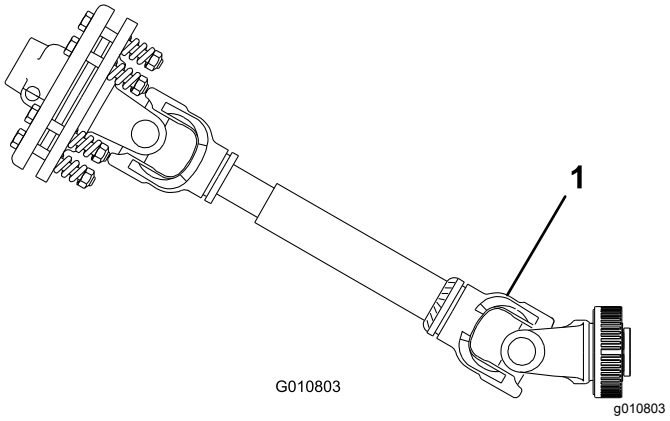

**Figur 27**
***Viktigt:*** **Höj inte luftaren högre än nödvändigt när du ansluter kraftuttaget. Om maskinen höjs upp för mycket kan kraftuttagets axelleder gå av (Figur 27). Stäng av kraftuttaget när du höjer luftaren. Du kan köra kraftuttaget upp till en vinkel på 25°, men aldrig överstiga en vinkel på 35° när luftaren är maximalt upphöjd.**